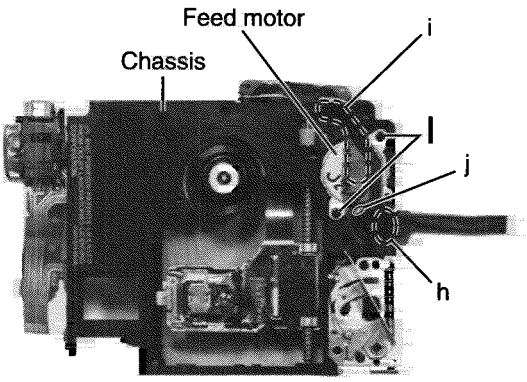

Fig.12
■Removing the feed motor (See Fig.12)
■Removing the SW P.W.B ass'y (See Fig.12)